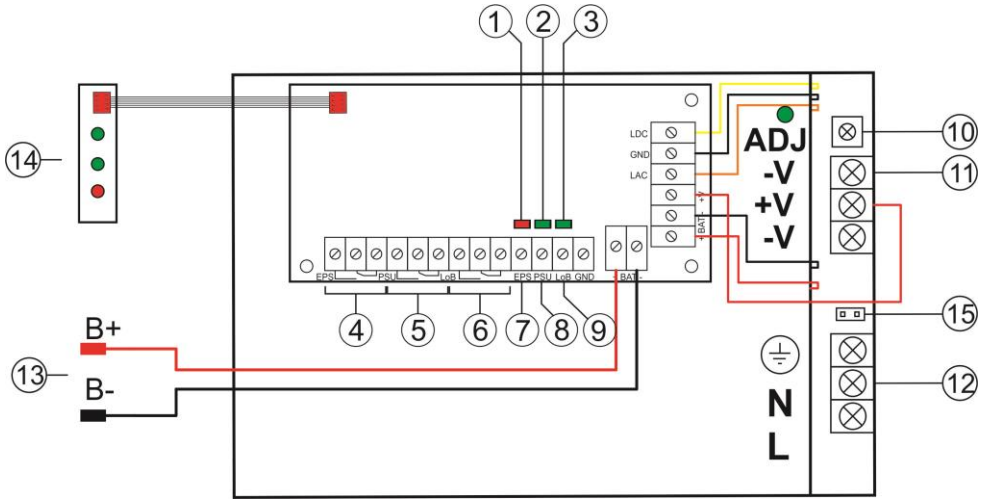

Fig. 2. The view of the PSU.
Table 1. Elements of the module's (see fig. 2).
Fixation	See figure 2
- red LED (Fig.2, element 1) normal status (AC power): permanently illuminated. AC power absence is indicated by the AC diode going out.
- green LED (Fig.2, element 2) indicates DC power at the PSU output. Under normal status the diode is permanently illuminated. In case of a short circuit or an overload, the diode is off.
- green LED (Fig.2, element 3) indicates battery voltage level. Under normal status (U_{BAT} > 11,5V) the diode is permanently illuminated. In case of decrease of battery voltage (U_{BAT} < 11,5V) the diode is off.